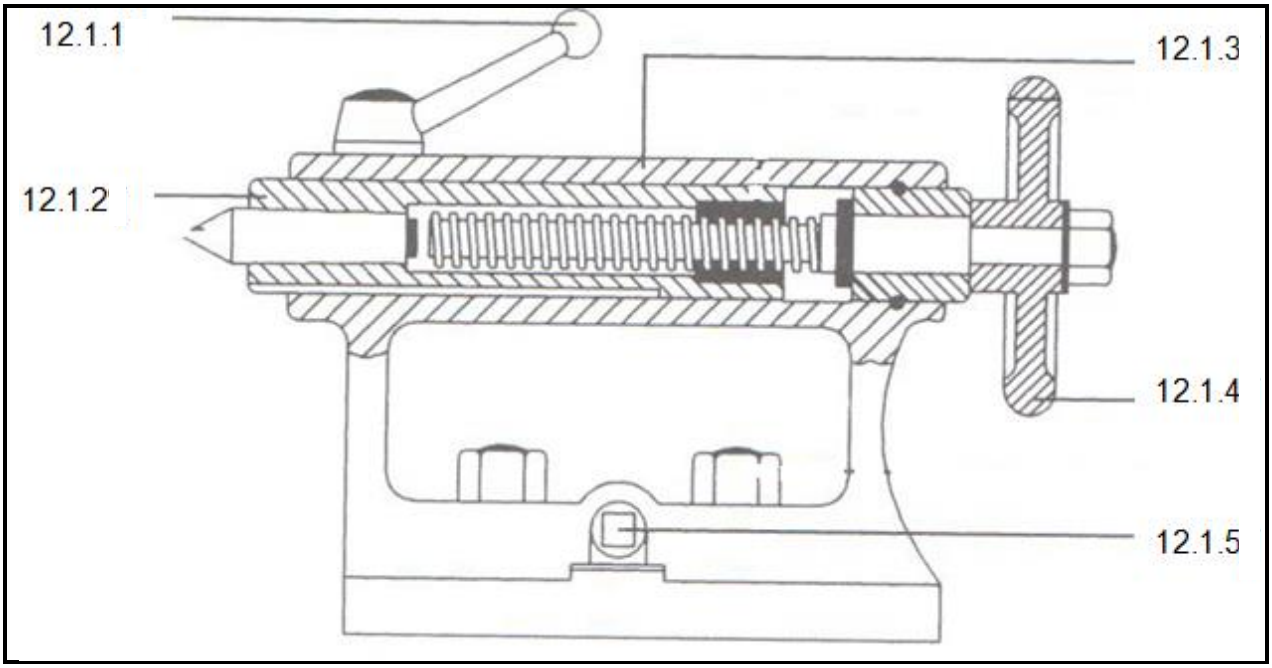

FIGUUR 3 (5)
12.1 FIGUUR 3 toon 'n diagram van 'n deursnit van 'n los kop. Noem die komponente deur slegs die antwoord langs die vraagnommer (12.1.1–12.1.5) in die ANTWOORDBOEK neer te skryf.